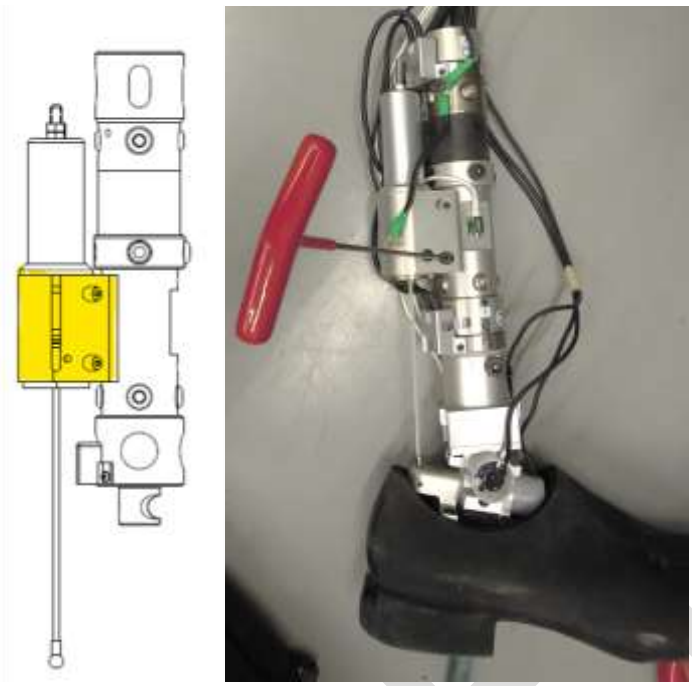
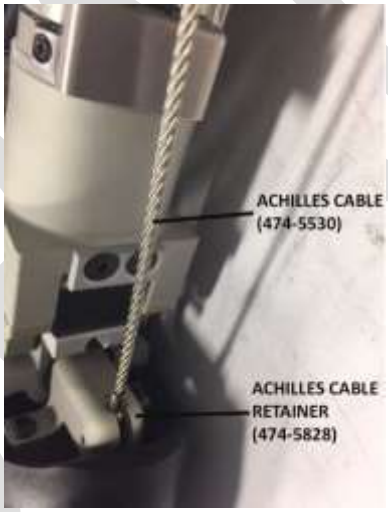

Figure 9-2. Remove Achilles spring tube assembly.
Figure 9-3. Slide the Achilles Cable (474-5530) out of the Achilles Cable Retainer (474-5828).
9.5.2 Remove the four M4 X 0.7 xX12 LHCS (two per side) which attach the Lower Achilles spring housing to the rear of the lower tibia shaft (474-5540) (Figure 9-2). Remove the M3 X 0.5 X 12 SHCS in the Achilles Cable Retainer (474-5828) and remove the Achilles Cable (474-5530) from behind the Achilles Cable Retainer (474-5828) (Figure 9-3).